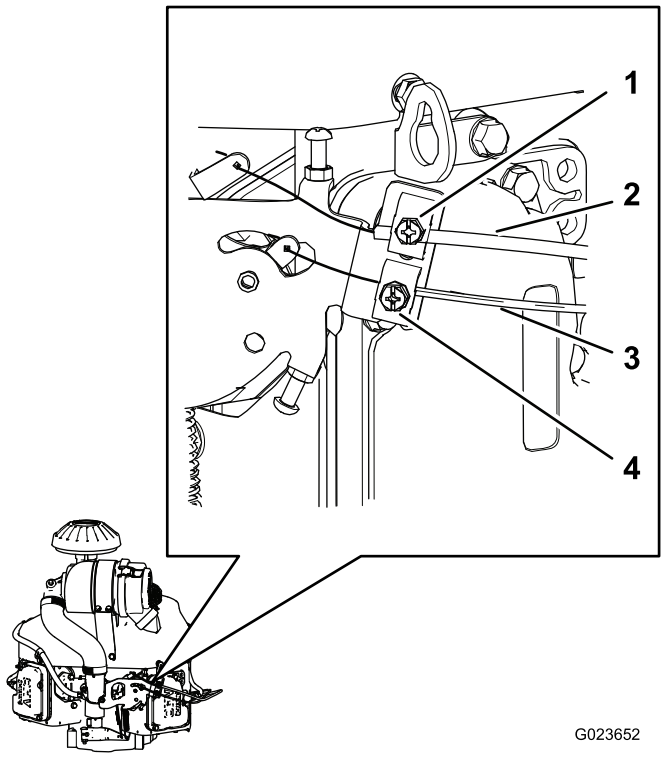

Figuur 64
2. Draai de kabelklemschroef los waarmee de behuizing van de gaskabel is bevestigd aan de motor (Figuur 64).
4. Trek de kabelbehuizing van de gaskabel naar boven (Figuur 64) tot er bijna geen speling meer zit op de gaskabel, en zet de kabelklemschroef vast.
2. Draai de kabelklemschroef los waarmee de behuizing van de chokekabel is bevestigd aan de motor (Figuur 64).
5. Trek de kabelbehuizing van de chokekabel naar boven (Figuur 64) tot er bijna geen speling meer zit op de chokekabel, en zet de kabelklemschroef vast.